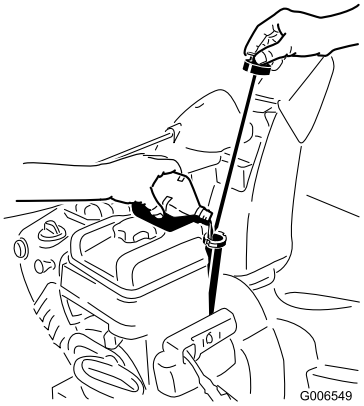

Figur 13
1. Fjern målepinden, og hæld **langsomt** olie i oliepåfyldningsrøret, indtil oliestanden når op til mærket Full (fuld) på målepinden. **Fyld ikke for meget på** (Figur 13).